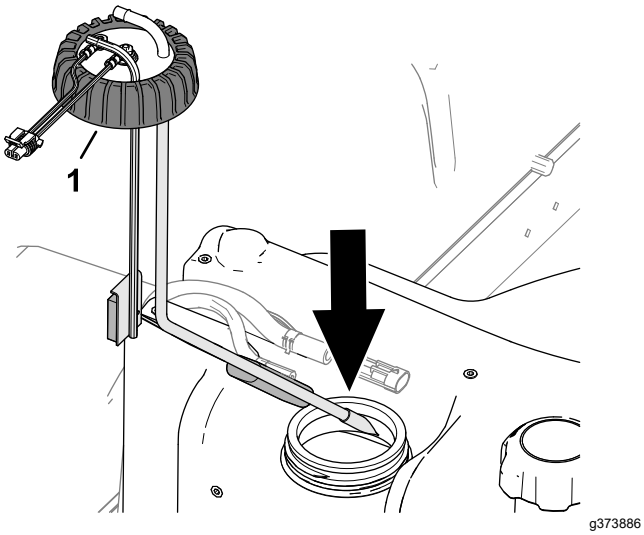

Figuur 92
2. Monteer de brandstofaanzuigbuis en de vlotter voorzichtig in de brandstoftank (Figuur 92).